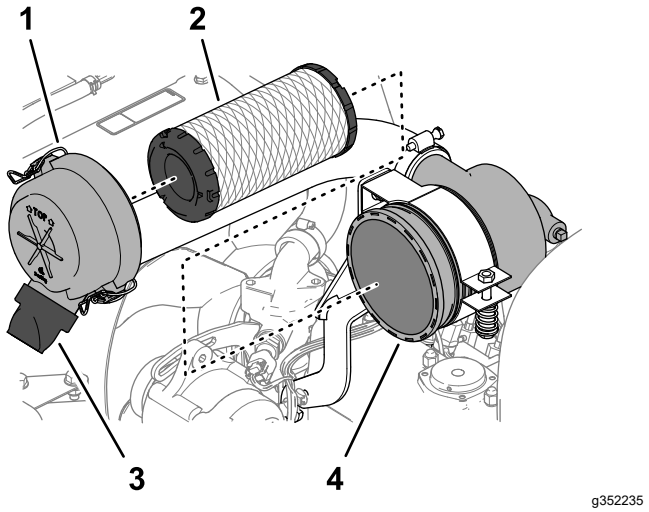

Figur 65
3. Lossa spärrhakarna som fäster luftrenarkåpan på luftrenarhuset (Figur 65).
6. Ta bort filterelementet (Figur 65).
7. Ta bort gummiutloppsventilen (Figur 65) från luftrenarkåpans smutsutblåsning.